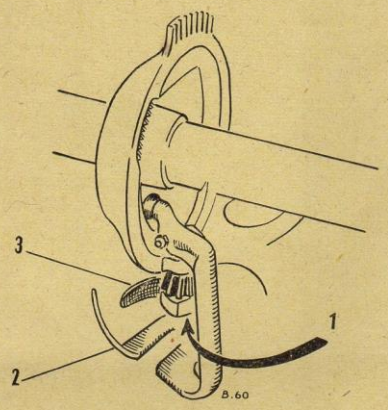
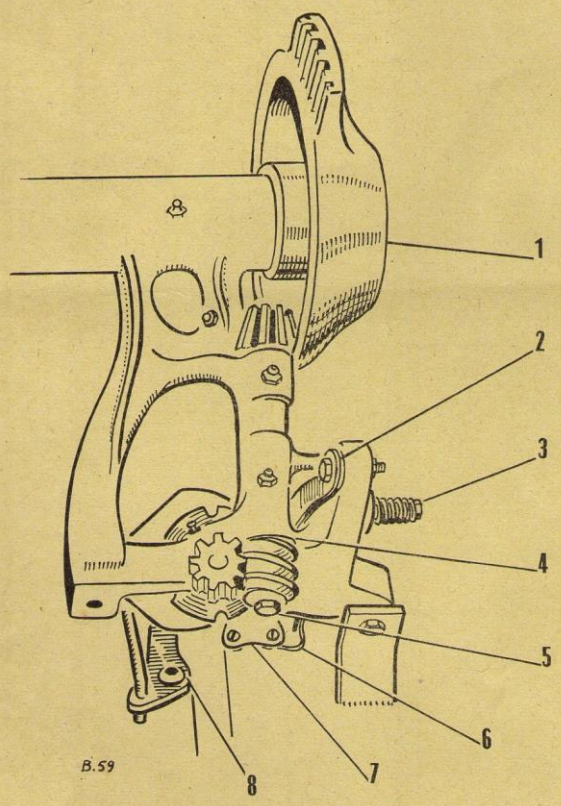

Fig. 3
Fig. 4.
Le débourreur ne fonctionne pas.	Régler le débourreur (6) fig. 4 sur le support de couteau ou remplacer le disque pignon de commande usé (1) fig. 4 ou le bras de couteau (2) fig. 3.